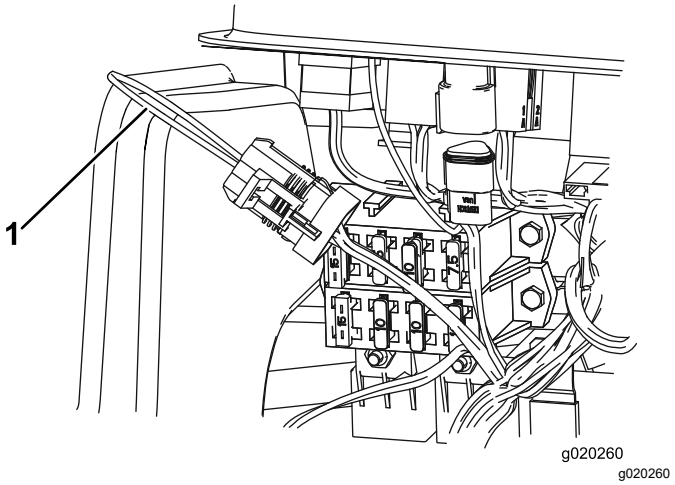

Figur 36
3. Lokalisera kablaget och loopbackanslutningen (Figur 36).